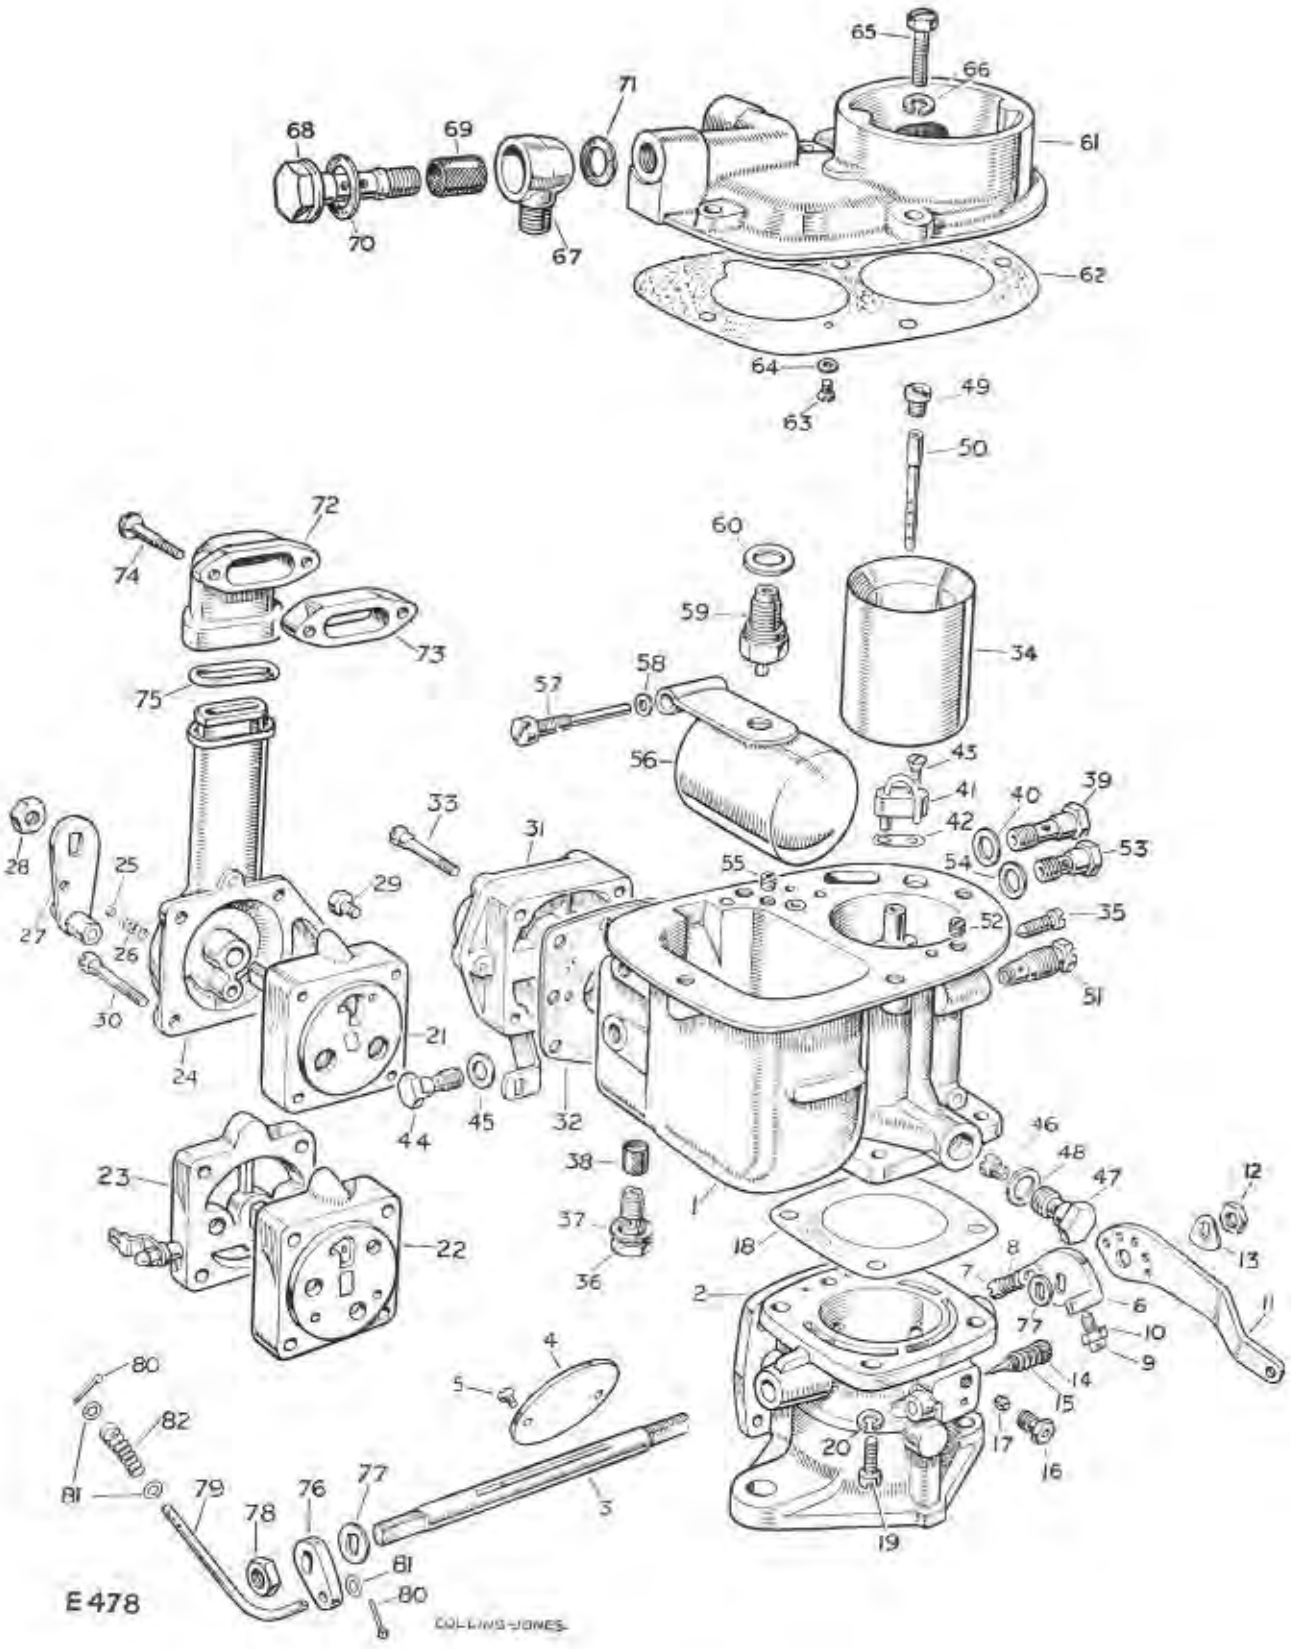

Fig. L1-2. Layout of Solex carburetter
**Key to Fig. L1-2. Layout of Solex carburetter**